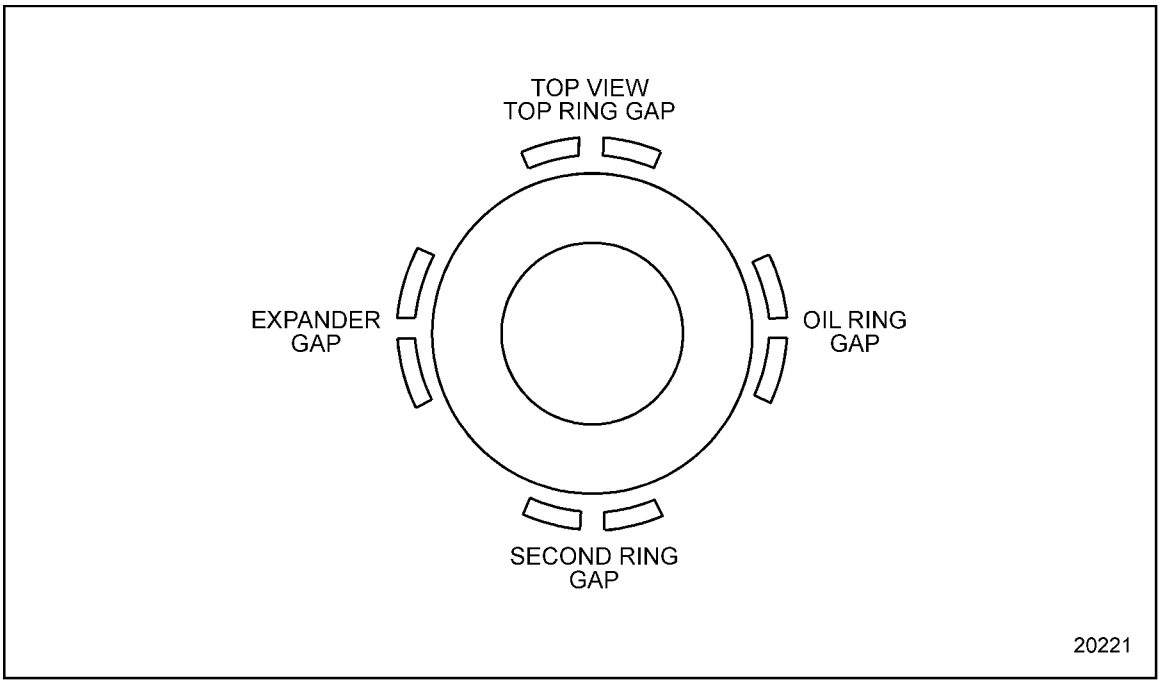
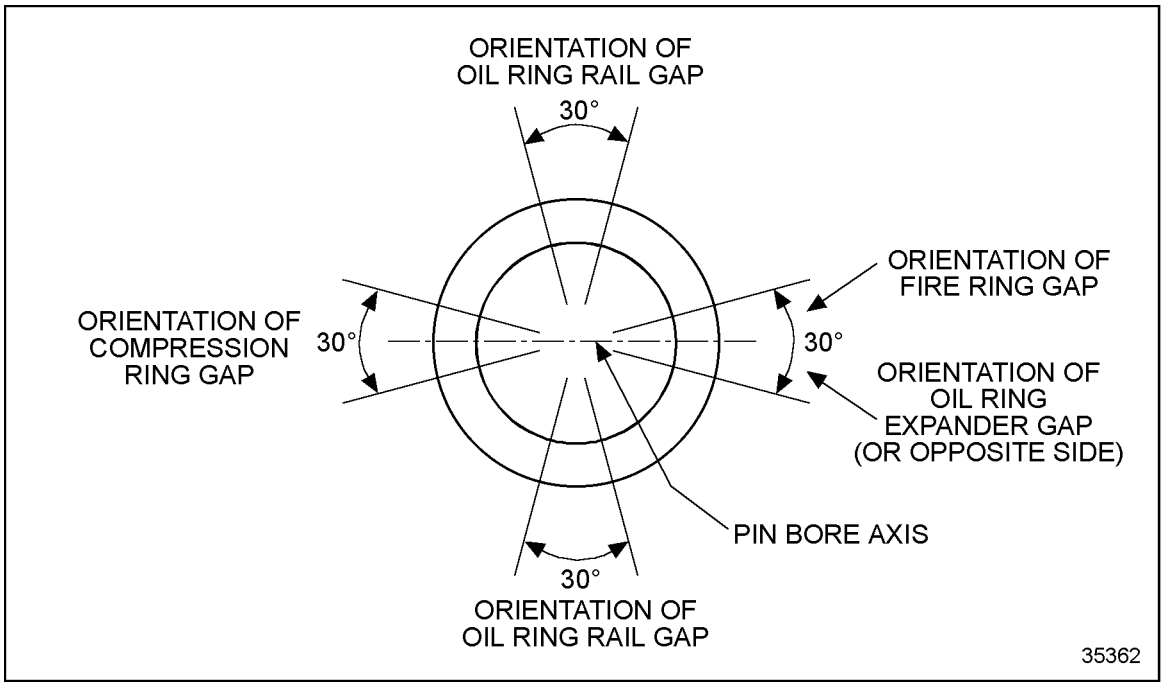

Figure 1-295 Piston Ring Positioning (Diesel)
Figure 1-296 Piston Ring Positioning (Natural Gas)
5. Position (stagger) the piston ring gaps properly on the piston at 90 degree intervals. See Figure 1-295 for diesel engines and see Figure 1-296 for natural gas engines.